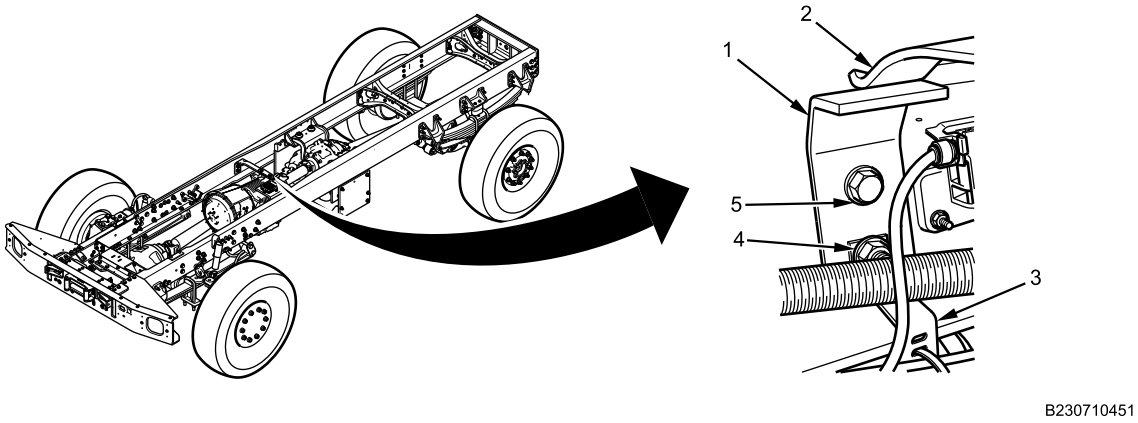

Figure 1. Transmission Rear Mount Frame Bracket.
1. Remove nut (Figure 1, Item 4), bolt, and harness support bracket (Figure 1, Item 3) from transmission rear mount frame bracket (Figure 1, Item 1).
2. Remove bolt (Figure 1, Item 5) and nut from transmission rear mount frame bracket (Figure 1, Item 1). Remove frame bracket from under transmission mounting crossmember spring (Figure 1, Item 2).